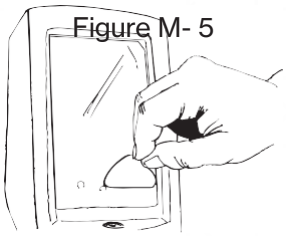

Figure M- 5
- Use the soft card provided to push trapped air bubbles from the center of the screen to the edge (see Figure M-5). Small bubbles should go away within 48 hours.